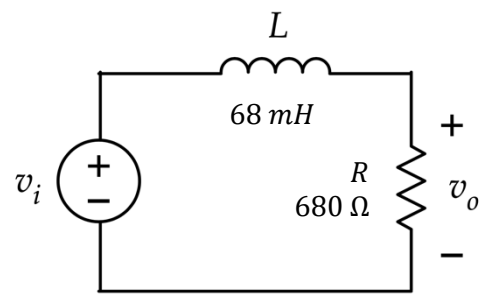

Figure 4
1. Compute the transfer function $H(s) = \frac{v_o}{v_i}$ and calculate the cutoff frequency of the circuit in Figure 4. In addition, calculate the expected magnitude of the transfer function at DC.